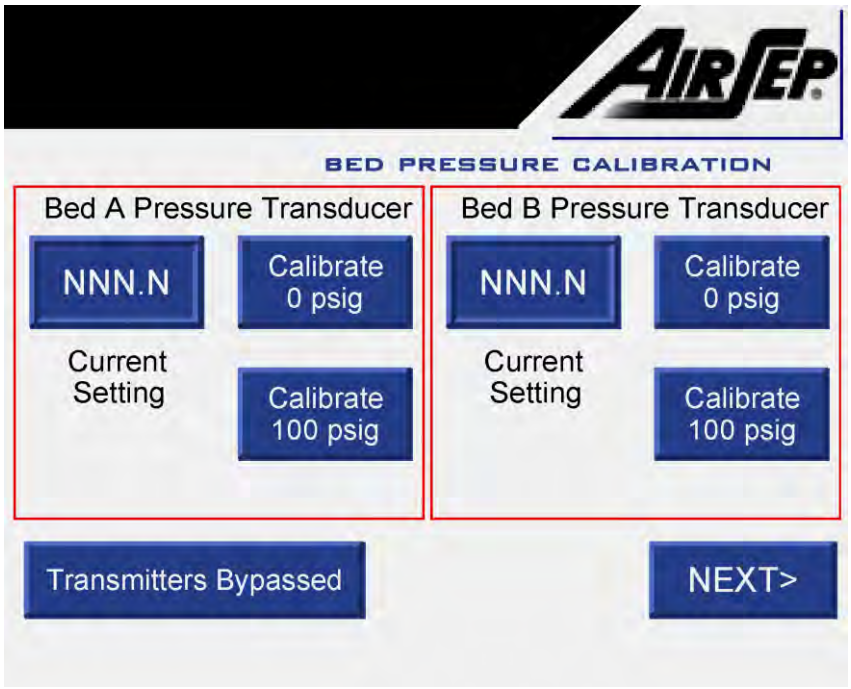

Figure 4.8: Typical Bed Pressure Calibration Screen
1. To calibrate pressure transducer, press the 'BYPASS TRANSMITTERS' icon on the screen to bypass the pressure transmitter signals to the PLC. The text of the icon will change to 'TRANSMITTERS BYPASSED' as shown in Figure 4.8.